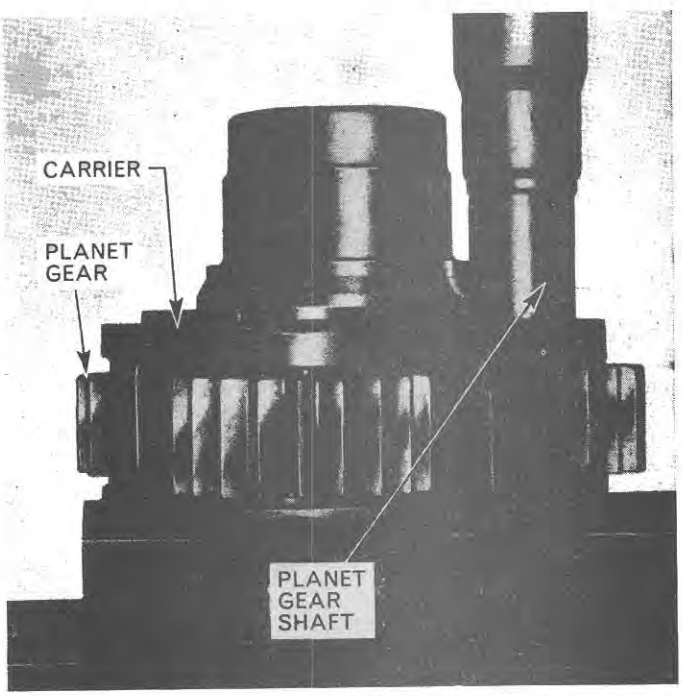

Figure 55
2. Insert all three planet gear shafts in the carrier housing bores. Make sure the flat portion of the shaft head is positioned toward the centre of the carrier housing and press in the three shafts, Figure 55.